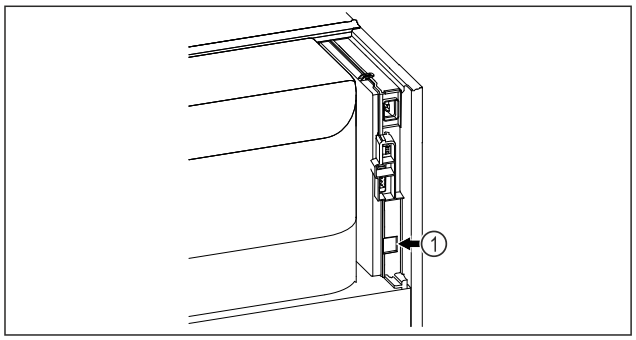

Fig. 78
❑ SmartModule *Fig. 78 (1)* is geplaatst.